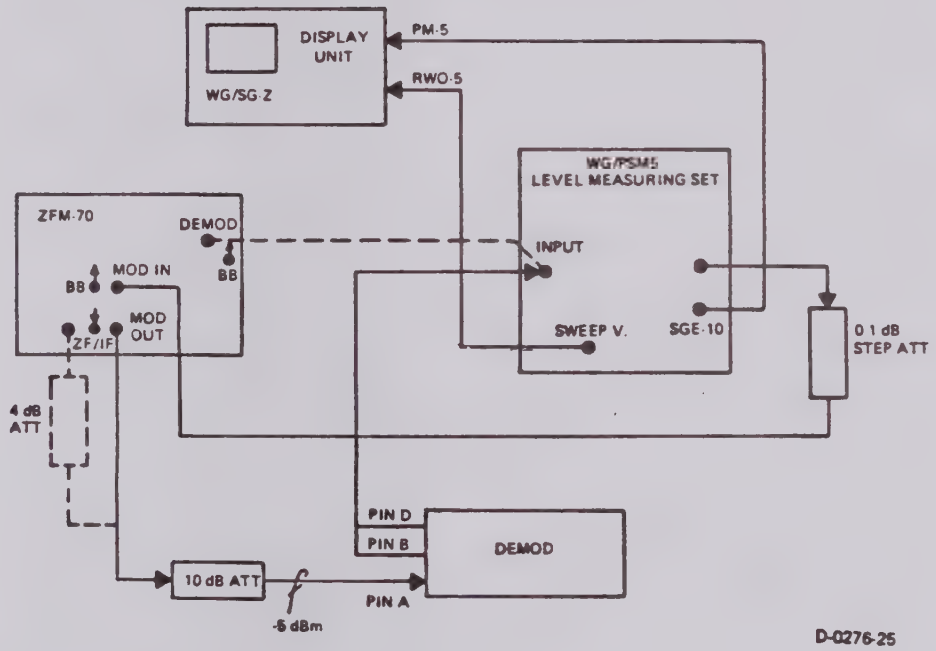

Figure 9. Baseband Frequency Response Test Setup
a. Set up the equipment as shown in figure 9. Back-to-back calibration is shown with dotted lines.